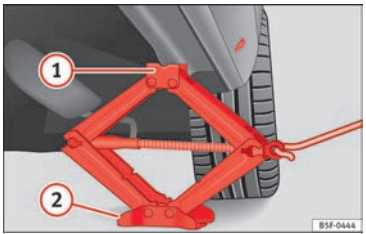

Fig. 73 Strut: mounting the jack on the vehicle.
- Turn the jack* crank handle, located below the strut support point, to raise it until the tab (1) ››› Fig. 73 is below the housing provided.
- Align the jack* so that tab (1) “grips” onto the housing provided on the strut and the mobile base (2) is resting on the ground. The base plate (2) should fall vertically with respect to the support point (1).